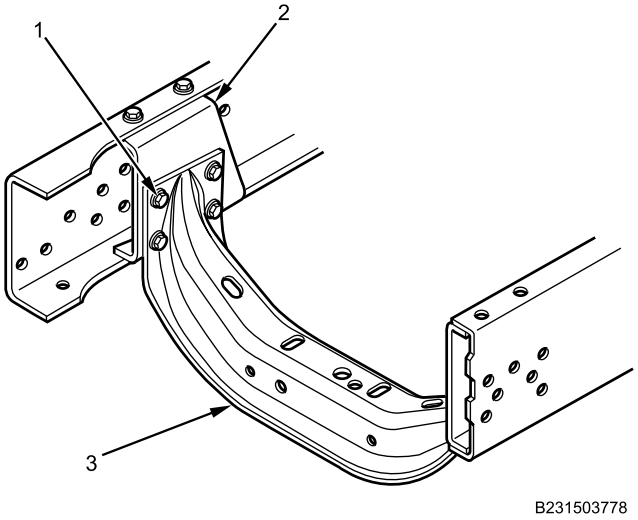

Figure 6. Engine Mount Crossmember Assembly.
1. With assistance, install engine mount crossmember (Figure 6, Item 3) on crossmember supports (Figure 6, Item 2) with eight bolts and nuts (Figure 6, Item 1) and tighten securely.